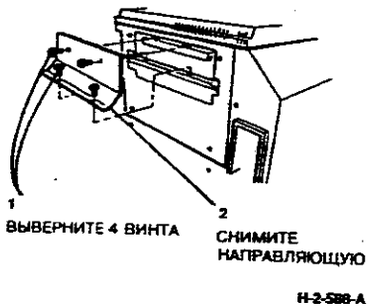

**Рисунок 1. Снятие крышки внутренней направляющей транспортера**
2. (Рисунок 1) Снимите крышку внутренней направляющей транспортера.